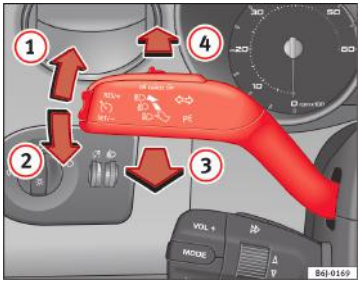

Fig. 60 Maneta pentru semnalizarea direcției şi faza lungă
– Deplasați maneta complet în sus ⇒ fig. 60 (1) pentru a indica **dreapta** şi complet în jos (2) pentru a indica **stânga**.
– Deplasați maneta în față ⇒ fig. 60 (4) pentru a aprinde farurile fază lungă.